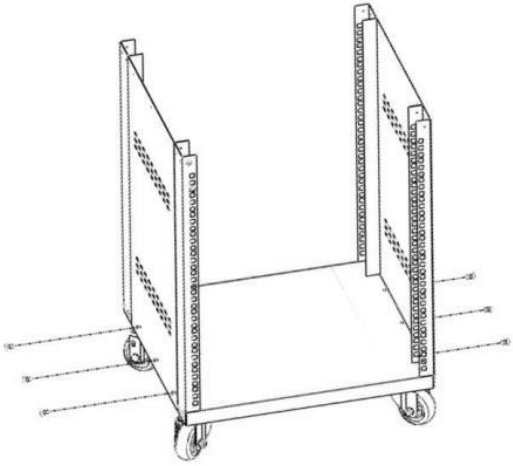

Figuur 3
3. Uitlijnen de kant paneel (④) met onderkant paneel (②), zeker met 3 stuks M5 montageschroeven (⑦) met een elektrische schroevendraaier. Vervolgens neemt hij dezelfde methode over.
stap om een ander zijpaneel te bevestigen (④). Zien Figuur 3.